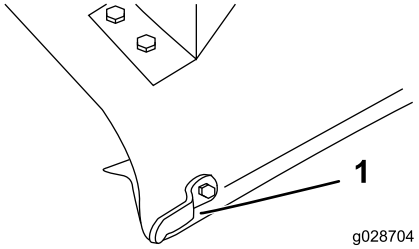

**Figura 7**
1. Marque y perfore un taladro de 3/8 pulgadas de diámetro a través del centro del tope del deflector (Figura 7).